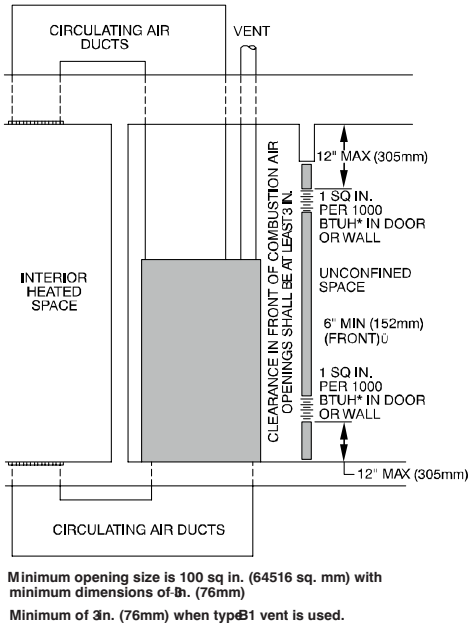

Fig. 7 – Air for Combustion, Ventilation, and Dilution from Indoors
b. Combining spaces on same floor level. Each opening shall have free area of at least 1 in.2/1,000 BTUh (2,000 mm2/kW) of the total input rating of all gas appliances in the space, but not less than 100 in.2 (0.06 m2). One opening shall commence within 12 in. (300 mm) of the ceiling and the second opening shall commence within 12 in. (300 mm) of the floor. The minimum dimension of air openings shall be at least 3 in. (80 mm). See Fig. 7.